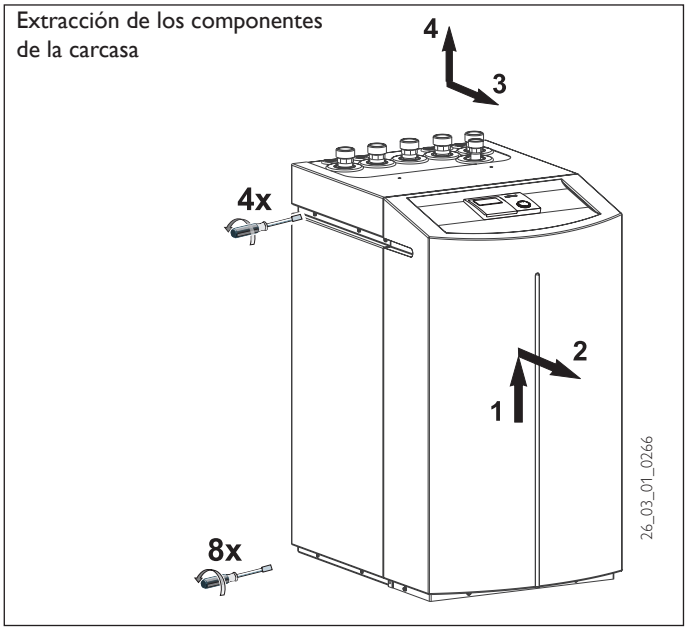

Fig. 3
2. Desenrosque los ocho tornillos de la base del equipo (fig. 3) y coloque la carcasa sobre el suelo
Los bornes de conexión se encuentran en el armario de distribución (fig. 10) del WPF y quedan accesibles después de extraer la cubierta delantera (fig. 3). Para abrir la cubierta deben desenroscarse los tornillos de fijación en la parte superior del armario de distribución. Al extraer la cubierta delantera procure que los cables que conectan el gestor de bombas de calor con el armario eléctrico no resulten dañados. Para poder conectar eléctricamente el equipo sólo tendrá que desmontar la tapa (fig. 3).